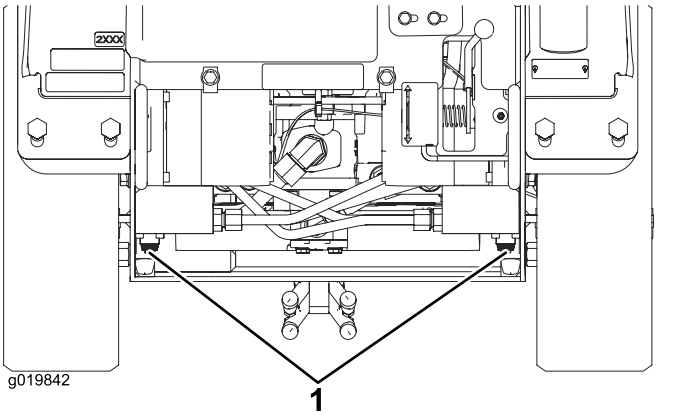

Figuur 19
4. Gebruik een steeksleutel om de sleepkleppen op de hydraulische pompen tweemaal linksom te draaien (Figuur 19).